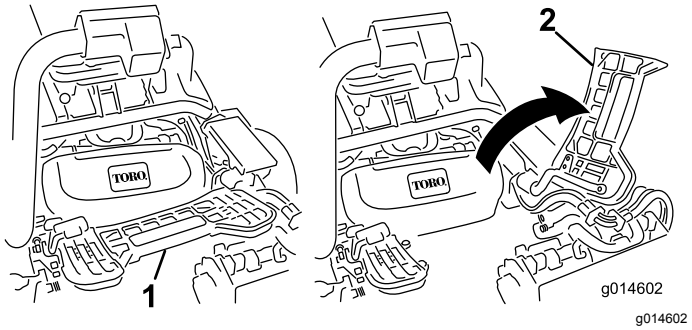

**Figur 44**
1. Lyft upp fotstödet och fäll upp det så att du kommer åt den mittersta klippenheten (Figur 44).